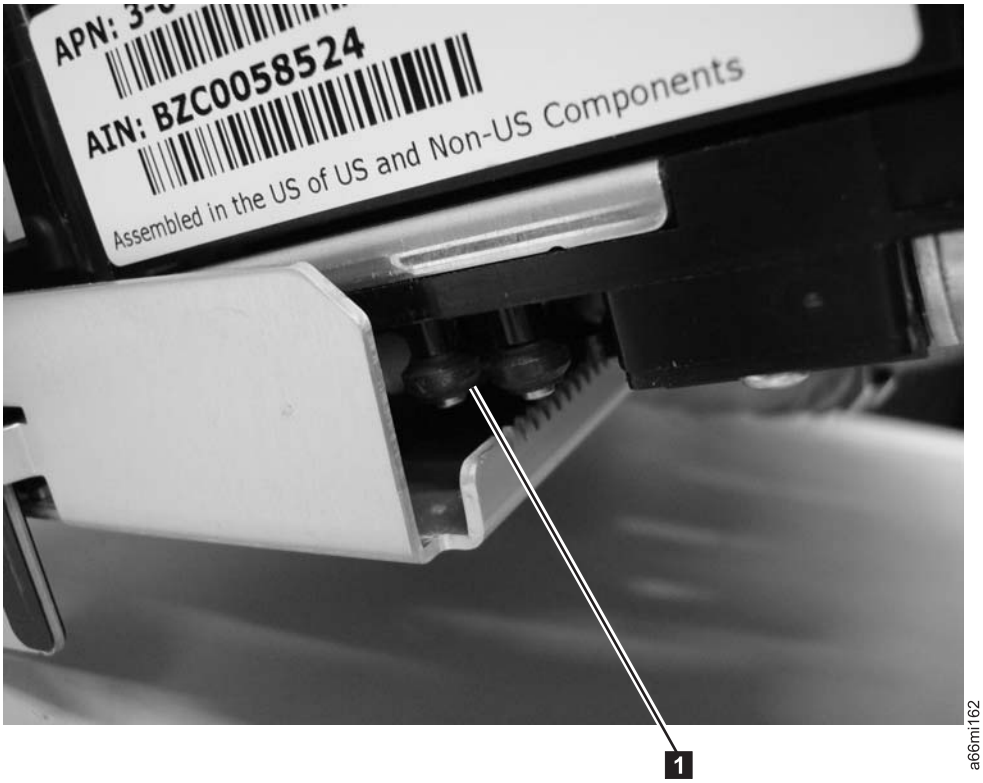

Figure 7-122. Align rollers on the Picker Assembly with slots on the M2 Robot Assembly
b. Two rollers on the Picker Assembly align with two slots in the M2 Robot Assembly. (See Figure 7-122 on page 7-106). Once the rollers are resting on the M2 Robot Assembly, release the lever.